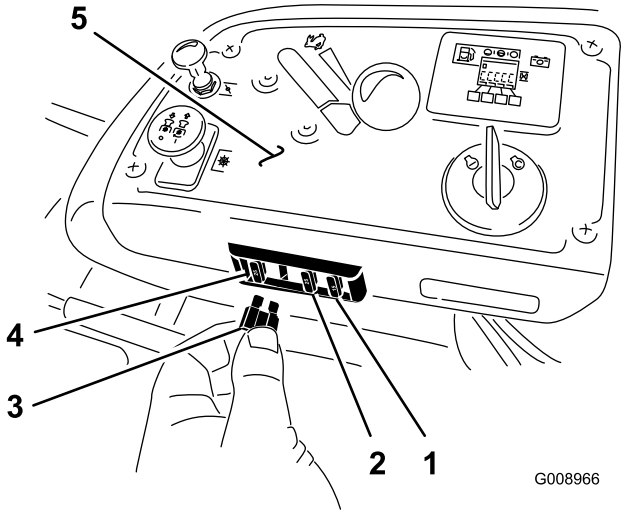

Figur 64
1. Sikringene befinner seg i den høyre konsollen ved siden av setet (Figur 64).
3. Sett inn en ny sikring (Figur 64).